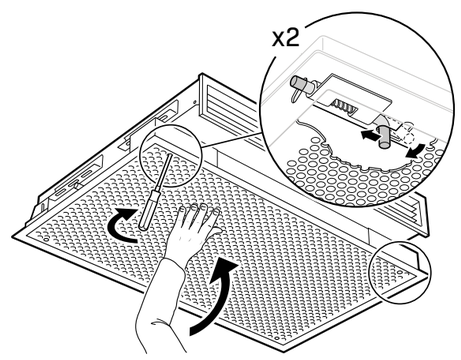

FIGURE 15
4) Once vacuuming and cleaning is complete, reconnect the water and fasten the screws back into the front plate. (See **FIGURE 15**)